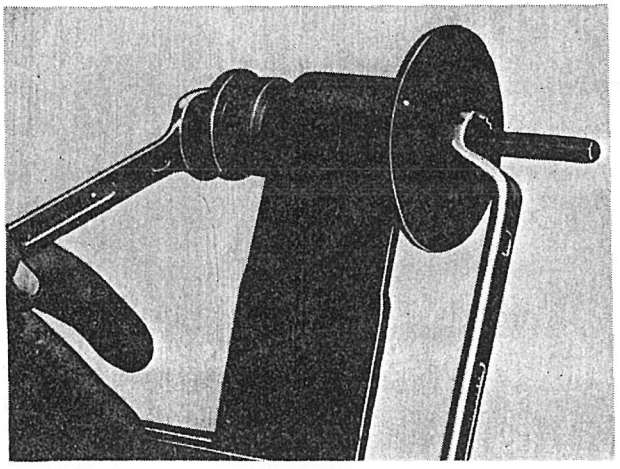
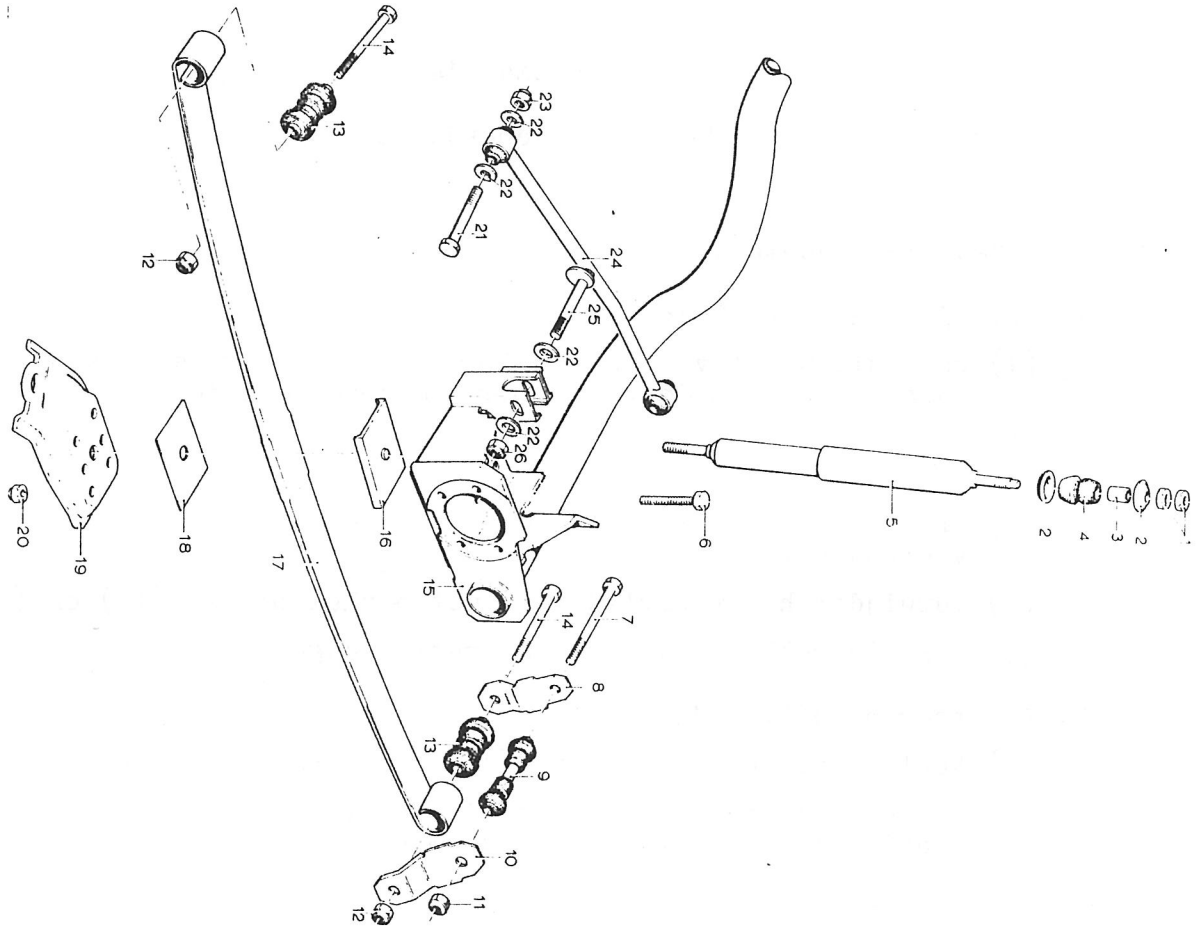

Afb. 2.14.1. Veerrubbers aanbrengen
Afb. 2.14.3. Achterwielophanging
a. Verwijderen (afb. 2.14.3.)
(1) Ondersteun het voertuig bij de beide achterste kriksteunen en zorg ervoor dat de veerbladen ontspannen zijn.
(2) Draai de moeren (20) op de veeronderlegplaat (19) los en neem de bouten (6) uit.
(3) Draai de moeren (12) op de veerbouten (14) los en verwijder de veerbouten.
(4) Verwijder het veerblad (17) met opsluitplaten (16) en (18).
(5) Pers de rubbers (13) uit de veerbladogen.
b. Aanbrengen (afb. 2.14.3.)
(1) Kontroleer de veerrubbers (13) en vervang zonodig.
(2) Monteer de veerrubbers weer in het veerblad door middel van een draadspil (zie afb. 2.14.1.). Smeer het veerbladoog in met bandenvet of zeepsop om de montage van de veerrubbers te vergemakkelijken.
(1) Draai de twee moeren (1) van de bovenste bevestiging van de schokdemper (5) los en verwijder de schotel (2).
(2) Draai de twee moeren van de onderste bevestiging van de schokdemper los en verwijder de schotel.
(3) Krik het voertuig op en verwijder de schokdemper.
(1) Kontroleer de rubbers (4) en vervang zonodig.
(2) Plaats twee schotels op de schokdemper en breng de schokdemper aan op het voertuig.
(3) Laat het voertuig zakken en zet de schokdemper vast met de twee schotels (2) en moeren (1).